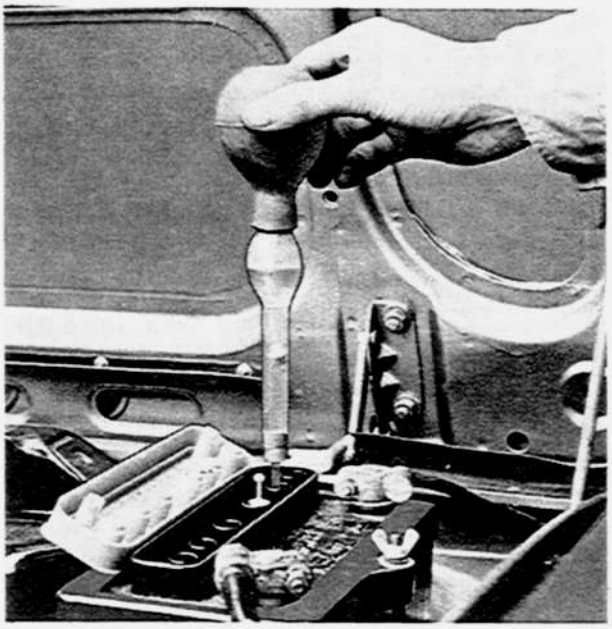

Fig. 5–1 Checking of specific gravity
2. Check the specific gravity of the electroyte with a hydrometer, as shown in Fig. 5–1. If the reading is 1.26 or more, it indicates that the battery is fully charged. If the reading is **below 1.20,** the battery **requires recharging.**